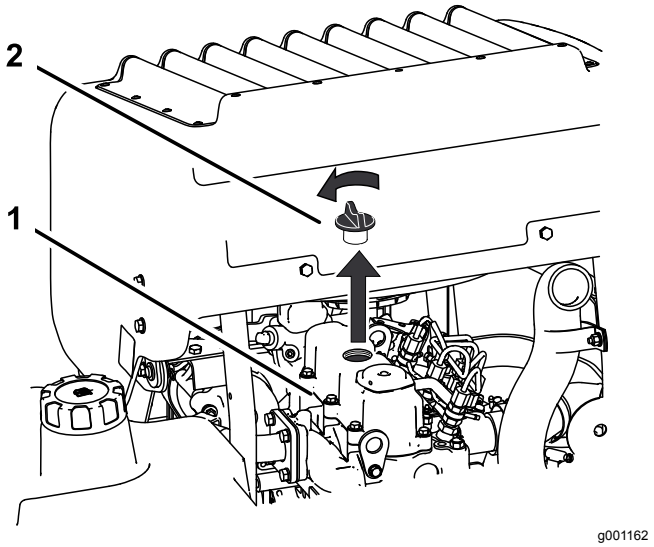

Rysunek 62
6. Odkręć korek wlewu oleju z górnej części silnika (Rysunek 62).
2. Wykręć korek wlewu oleju z prętowym wskaźnikiem poziomu oleju (Rysunek 62).